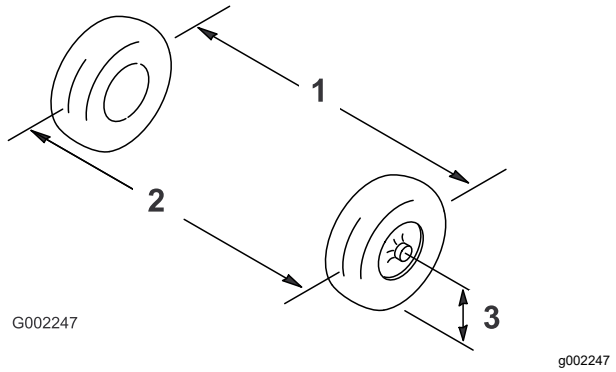

**Figur 101**
2. Mät avståndet mellan framhjulen vid axelhöjd, både framtill och baktill på framhjulen (Figur 101).